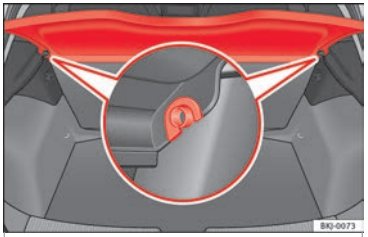

**Fig. 168** In the luggage compartment: removing and installing the rear shelf.
- Remove the rear shelf from the side supports ››› **Fig. 168** by pulling it upwards and then take it out.
- Insert the cover horizontally so that the "recess" fits onto the axis of the supports ››› **Fig. 168** and press down until it engages.